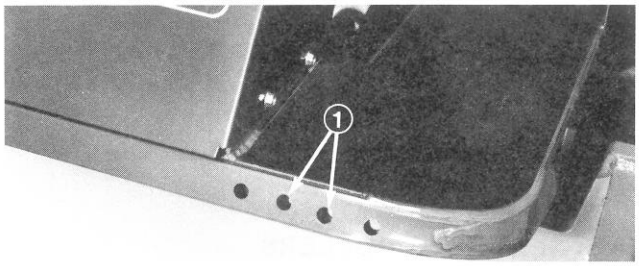

Figure 22
1. Align mounting holes in spring bracket with center mounting holes in front frame (Fig. 22).